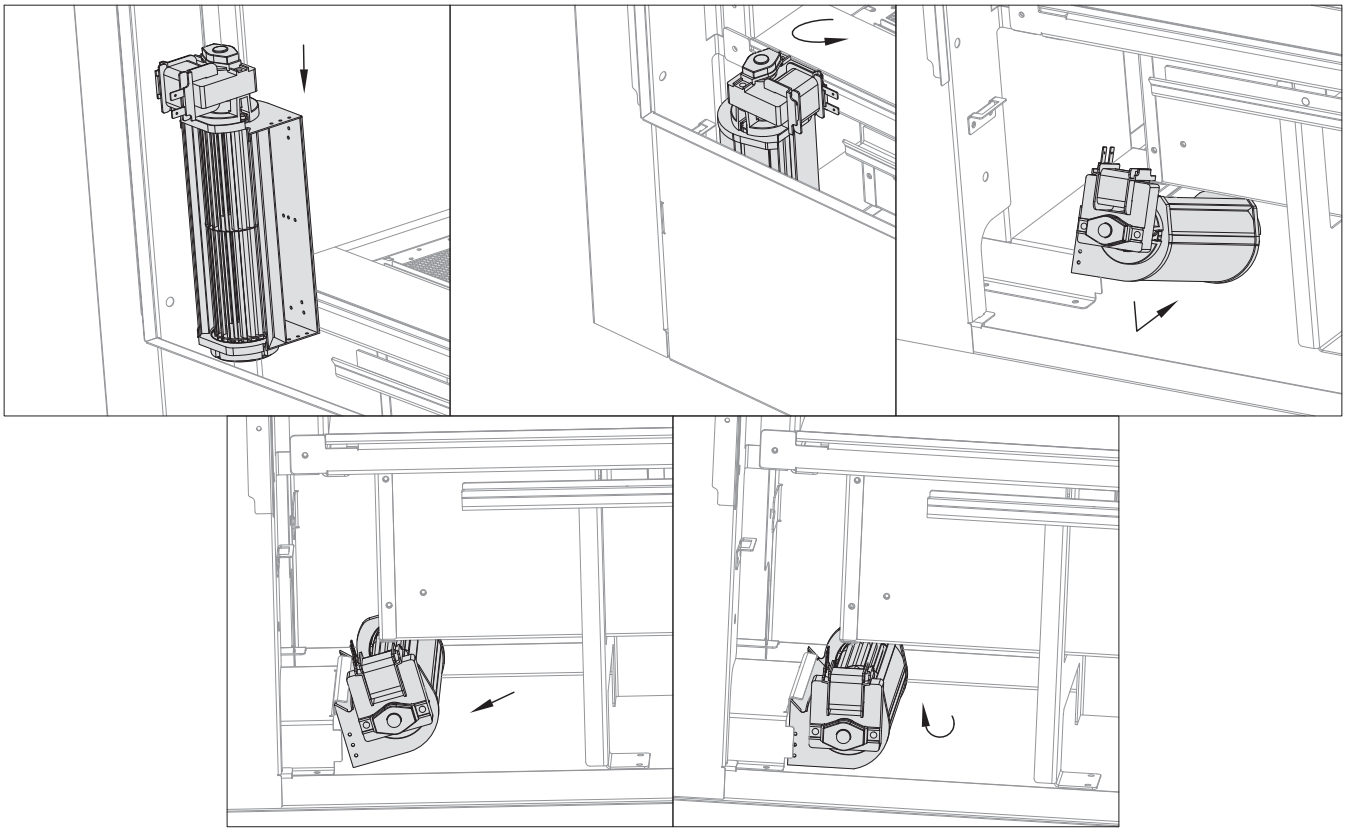

Figure 9.4, Installation du ventilateur CWST-028
4. En dirigeant le côté «bornes» du ventilateur vers vous et les bornes du ventilateur à gauche, insérez le ventilateur dans son logement du foyer. Voir la Figure 9.4.
7. Placez le bord supérieur de la sortie d'air du ventilateur sous le bord de l'ouverture du canal d'air du foyer. Pivotez le ventilateur vers le haut vers le bord pour fixer en place le ventilateur. Voir la Figure 9.4. NE LAISSEZ PAS LE VENTILATEUR TOUCHER AUCUN DES CÂBLES ÉLECTRIQUES.